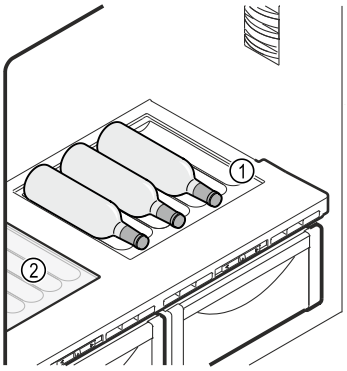

*Fig. 189 Reprezentare exemplificatoare*
- ▶ Așezați placa de sticlă în poziție de lucru *Fig. 189 (2)* sub raftul variabil pentru sticle.